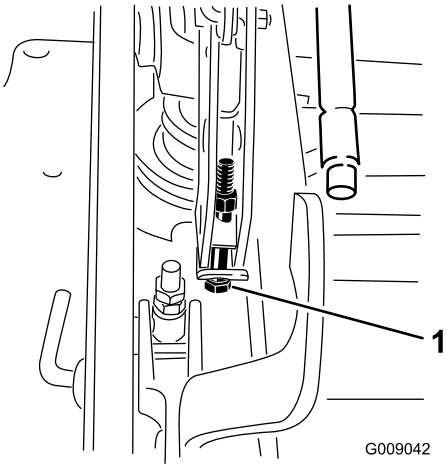

Figuur 86
12. Als het maaidek te laag is, draai dan de bout van het enkelpuntssysteem rechtsom. Als het maaidek te hoog is, draai dan de bout van het enkelpuntssysteem linksom (Figuur 86).